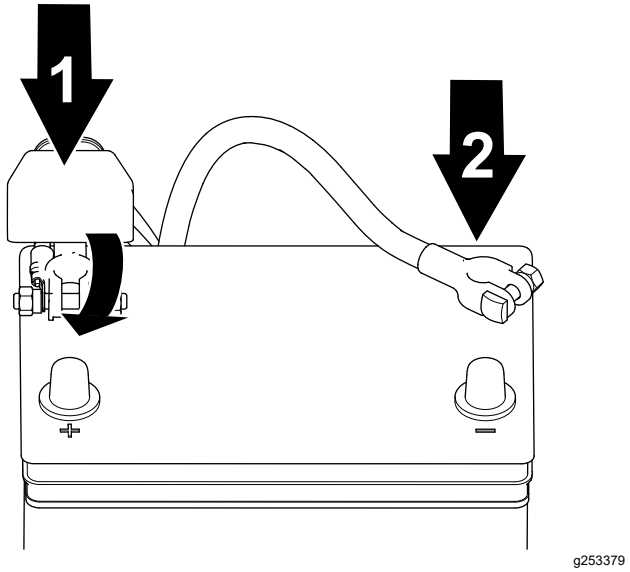

Figur 39
2. Tilslut pluskablet til batteriet, og tilspænd batteriklemmemøtrikken (Figur 39).
3. Tilslut minuskablet til batteriet, og tilspænd batteriklemmemøtrikken (Figur 39).